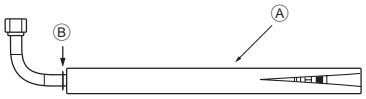
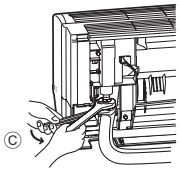

Fig. 3-8
Fig. 3-9
3. Stellen Sie eine Schnellverbindung zur aufgeweiteten Öffnung in der Richtung, in der das L-förmige Anschlussrohr ④ herausgezogen wird, her.
4. Ziehen Sie die Konusmutter mit zwei Gabelschlüsseln fest. (Fig. 3-9)
1. Scheiden Sie das L-förmige Anschlussrohr ④ an der angezeigten Stelle ab (Fig. 3-8).
2. Bringen Sie die vorher entfernte Konusmutter am geraden Teil des L-förmigen Anschlussrohrs ④ und dann am aufgeweiteten Rohrende an.
5. Schließen Sie das wie in Teil 2) beschrieben vorbereitete, L-förmige Anschlussrohr ④ schnell an der aufgeweiteten Anschlussöffnung der Innenanlage an.
6. Ziehen Sie die Konusmutter mit zwei Gabelschlüsseln fest. (Fig. 3-9)